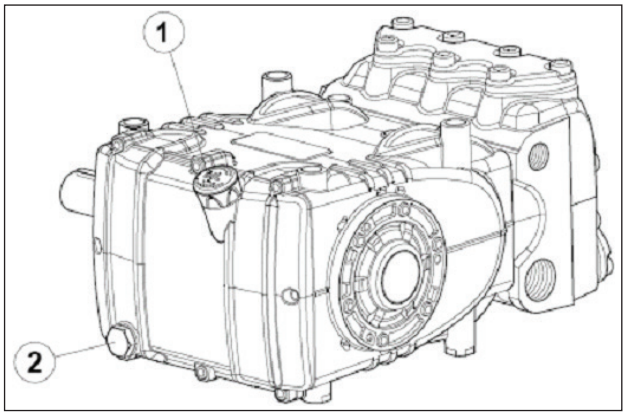

图3
通过油位尺①,图3。
油位的正确检查通过泵在室温下进行，换油时必须通过泵在工作温度下进行，必须拆除油位尺 ①，接着拆除塞子②,图3。